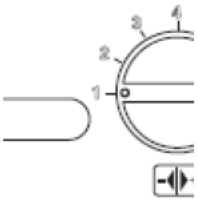

Рис. 6.9
• Выключите котёл, установив переключатель функций 3 в положение, показанное на рис. 6.9